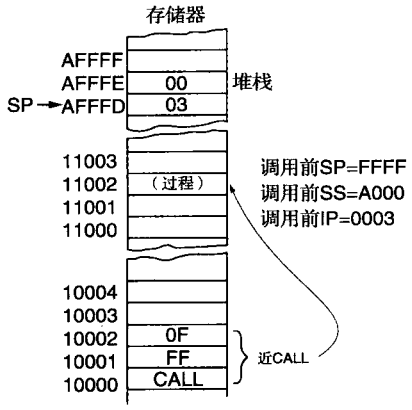

图 6-6 近 CALL 指令对堆栈和指令指针的影响
*为什么在堆栈上保存 IP 和 EIP 呢？*因为指令指针总是指示程序的下一条指令，CALL 指令把 IP/EIP 的内容压入堆栈，这样当被调用过程结束后，程序控制权就能送回到 CALL 指令的下一条指令。图 6-6 给出了堆栈中存储的返回地址（IP）和对过程的调用。